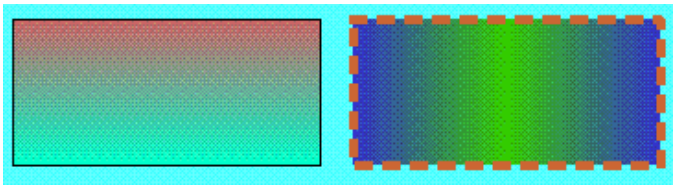

Рисунок 4-30 Пример нарисованного прямоугольника.
- Вы можете настроить свойства прямоугольника, используя кнопки выпадающих меню и точной настройки. SKWorkshop предлагает 15 типов линии рамки, 10 типов толщины и 21 шаблон заливки для прямоугольника, чтобы сделать графику более привлекательной и яркой. Смотрите рисунок 4-30